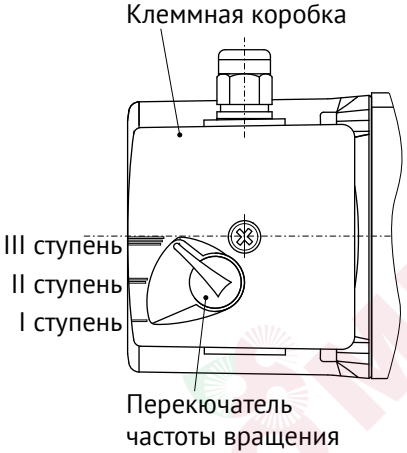

Рис. 6
1. Установите переключатель в положение «III» (III ступень, рис. 6).